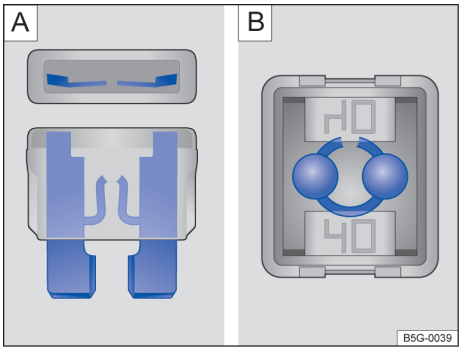

图 123 已熔断的保险丝：A 扁平片式保险丝、 B 方块式保险丝
– **扁平片式保险丝（ATO®，MINI®， MAXI® / MAXI+®）**可通过包裹金属片的透明壳体顶部和侧面观察其内的金属片熔化状态鉴别其是否熔断 → 图 123 A。
– **方块式保险丝（JCASE®）**可通过透明壳体顶部观察其是否熔断 → 图 123 B。